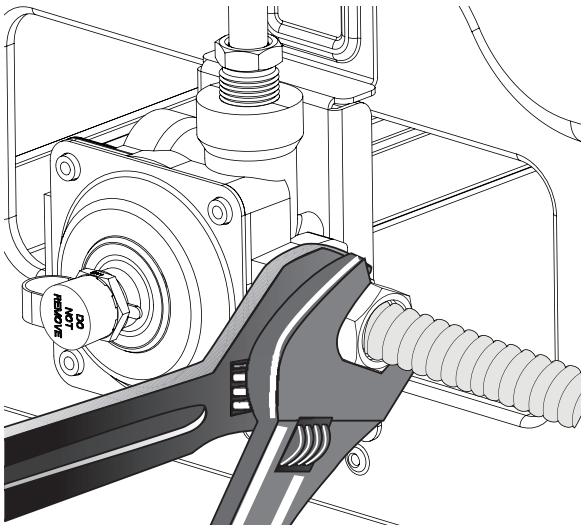

Fig. 10
c. Tighten the gas supply fitting and/or appliance conduit to flare union adaptor on the right side of the pressure regulator (refer to Fig. 10) using NO MORE THAN 15ft./lbs. of torque. Be sure to stabilize the 1/2” flare union adapter with an adjustable wrench before tightening the gas supply fitting and/or appliance conduit.